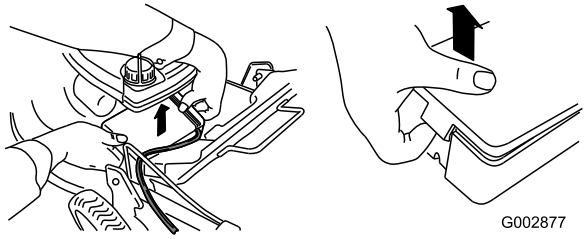

Figur 7
1. Snäpp upp batteriluckan i bägge sidor och ta bort den (Figur 7).